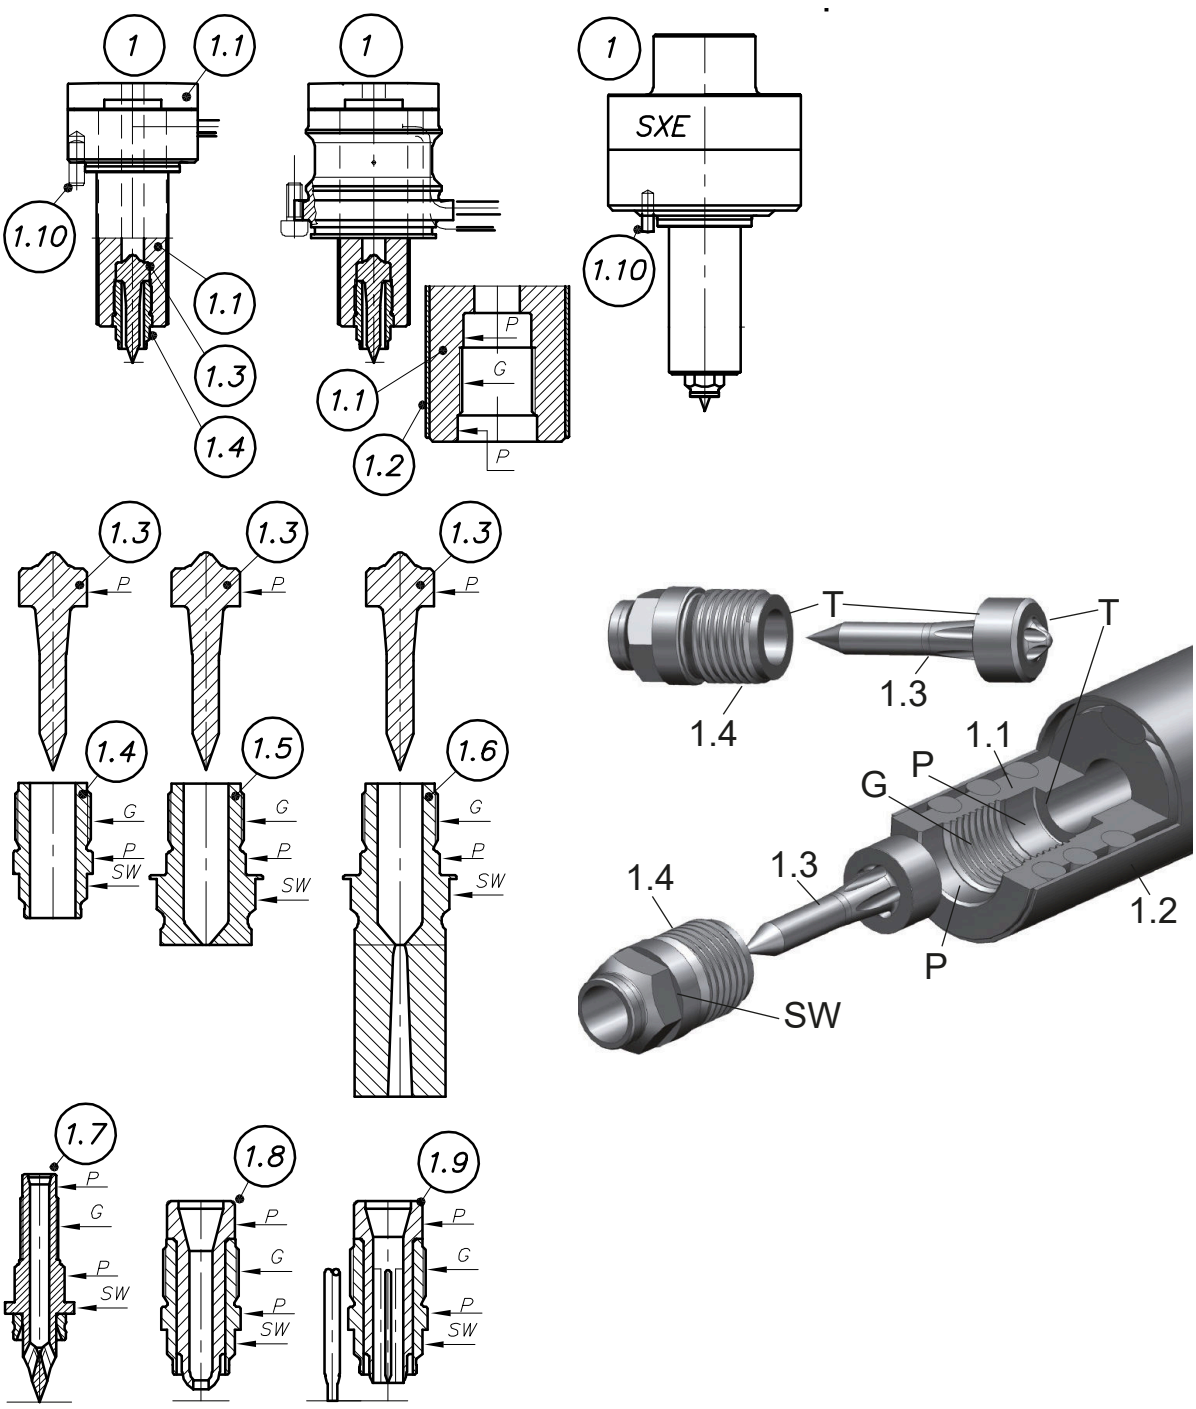

Figure 73: (z352-01) Overview of the different versions of nozzle tips, mouth pieces and screw-on gate bushes
One piece nozzle tips have only one item number (example: Fig. 73, pos. 1.7, pos. 1.8 or pos. 1.9).